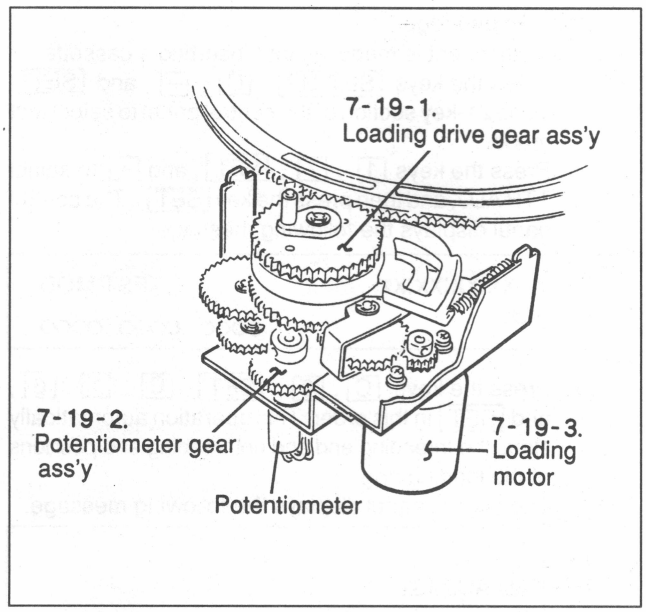

Fig.7-19-1 Loading Drive Gear Block Replacement
A. The replacement procedures of a loading drive gear block are explained as the following sections. (Fig. 7-19-1)